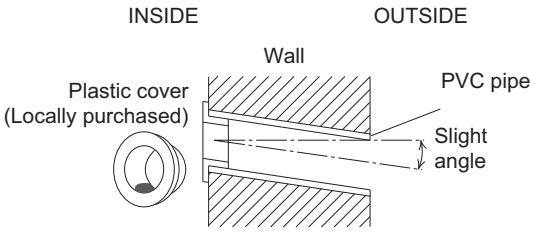

Fig. 2-247
(6) Place the plastic cover over the end of the pipe (for indoor side only) and insert the pipe in the wall. (Fig. 2-247)